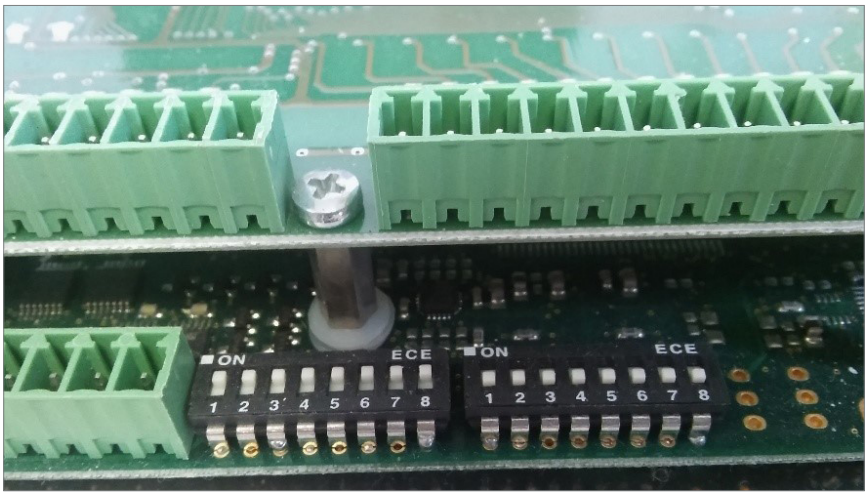

Fig. 4.5. Analogue inputs STARBOX LX2
The reading mode for each channel is set via the 2 banks of dip switches shown in Fig. 4.5.
When connecting field instrumentation to the analogue inputs, remember that these inputs are passive. The current or voltage measurement signal must therefore be powered independently: the negative polarity of the signal must be connected to the common terminal of the connector (C) while the positive polarity must be connected to the channel terminal, as outlined in Fig. 4.5.